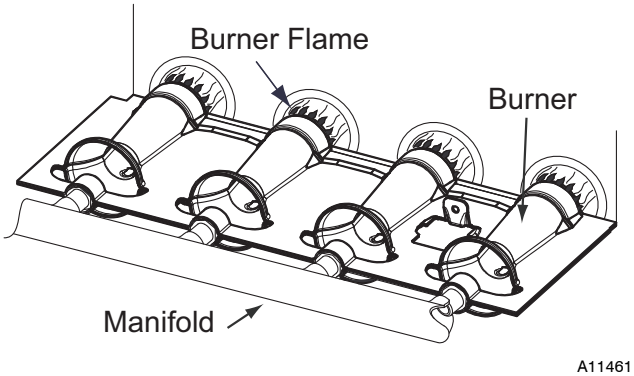

**Fig. 17 - Burner Flame**
**NOTE:** Gas valve LP/NAT cap MUST be in place with LP arrow pointing toward gas valve when checking input rate. When correct input is obtained, main burner flame should be clear blue, almost transparent (See Fig. 17). Be sure cap is in place when finished.